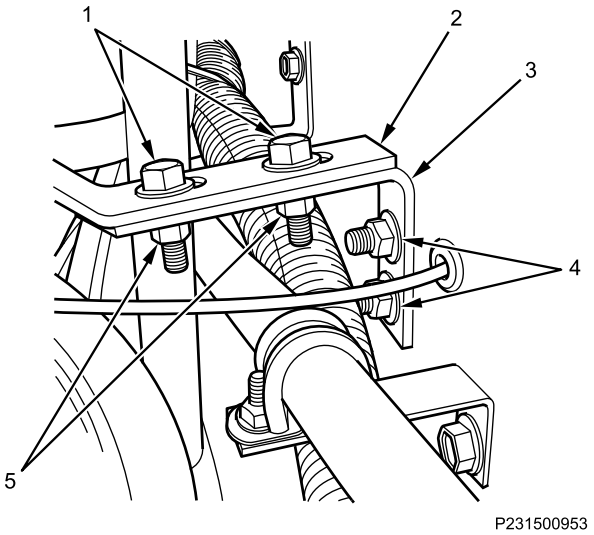
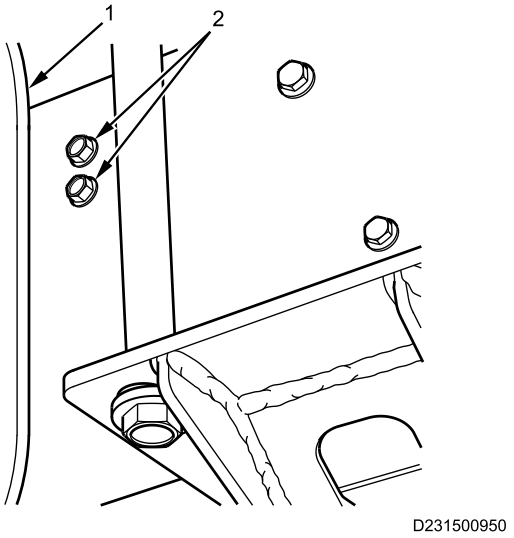

Figure 6. Left Harness Support Bracket Frame Brace.
Figure 7. Left Harness Support Bracket Frame Brace Bolts.
1. Apply corrosion preventive compound to brace bolts (Figure 7, Item 2), brace nuts (Figure 6, Item 4), bracket bolts (Figure 6, Item 1), and nuts (Figure 6, Item 5).
2. On inner frame rail, install brace (Figure 6, Item 3) and nuts (Figure 6, Item 4) on brace bolts (Figure 7, Item 2). Tighten nuts securely.
3. Install harness support bracket (Figure 6, Item 2) on brace (Figure 6, Item 3) with bolts (Figure 6, Item 1).
4. On outer frame rail behind fuel tank (Figure 7, Item 1), have maintainer install and hold brace bolts (Figure 7, Item 2) to prevent rotation.
5. Loosely install nuts (Figure 6, Item 5) on bracket bolts (Figure 6, Item 1).